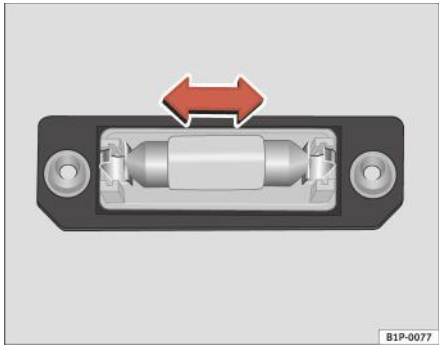

Fig. 177 Lampa plăcuței de înmatriculare
– Demontați lampa, deplasând-o în sensul indicat de săgeată şi în exterior ⇒ fig. 177.